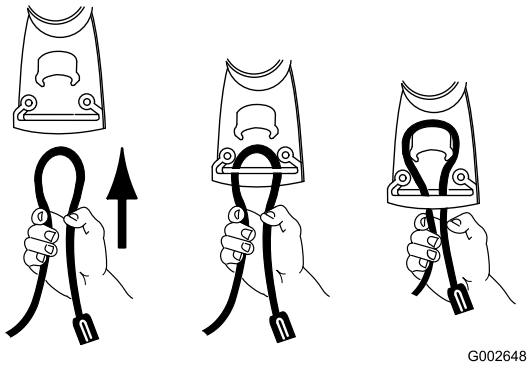

Figur 12
1. Lag en løkke på skjøteledningen og fest den i ledningslåsen (Figur 12).